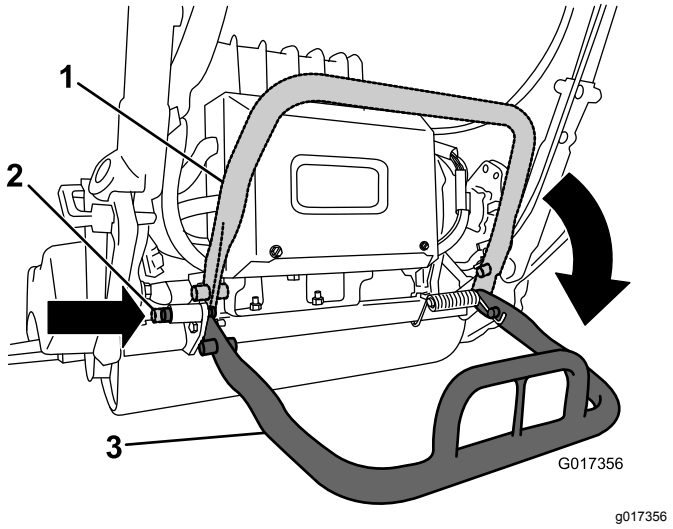

Figur 6
2. Sænk støttebenet, og skub låsestiften ind for at låse støttebenet i positionen SERVICE (Figur 6). Lad maskinen hvile på det låste støtteben.